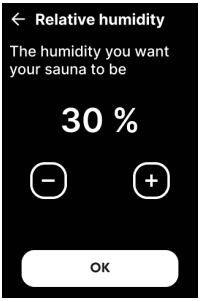

Figure 9
Relative humidity - define desired relative humidity (RH) between 5 – 90 % **(Fig. 9)** in the sauna room.